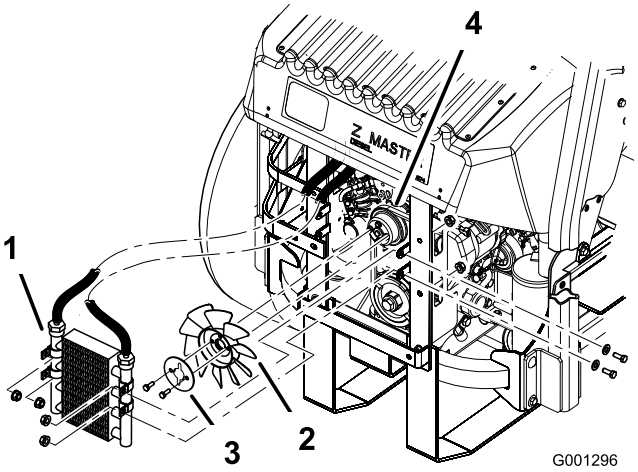

Figur 67
5. Ta bort de fyra bultar som håller fast oljekylaren och flytta kylaren åt sidan (Figur 67).
6. Ta bort de två bultar som håller fast fläkten och fläktplåten på maskinen (Figur 67).
10. Montera fläkten och fläktplåten på maskinen med hjälp av de två bultarna som togs bort tidigare (Figur 67).
11. Montera oljekylaren med de fyra bultarna som togs bort tidigare (Figur 67).